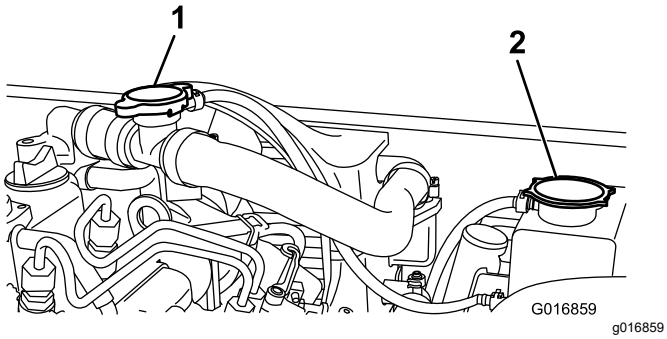

Figur 55
2. Fjern dækslet til kølerens overløbstank (Figur 55).
2. Fjern påfyldningsdækslet (Figur 55), og fyld op med kølevæske.
3. Sæt påfyldningsdækslet på igen, og fjern dækslet til kølerens overløbstank (Figur 55).